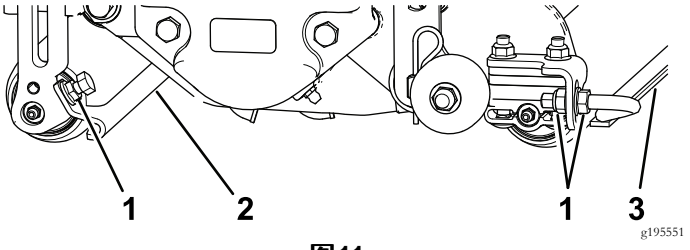

图11
1. 松开固定滚筒刮刀的凸缘螺母 图11。
在切根刀下放到底板或从主机中拆下之前应放低行走滚筒图11 以防止刀片接触到坚硬的表面。